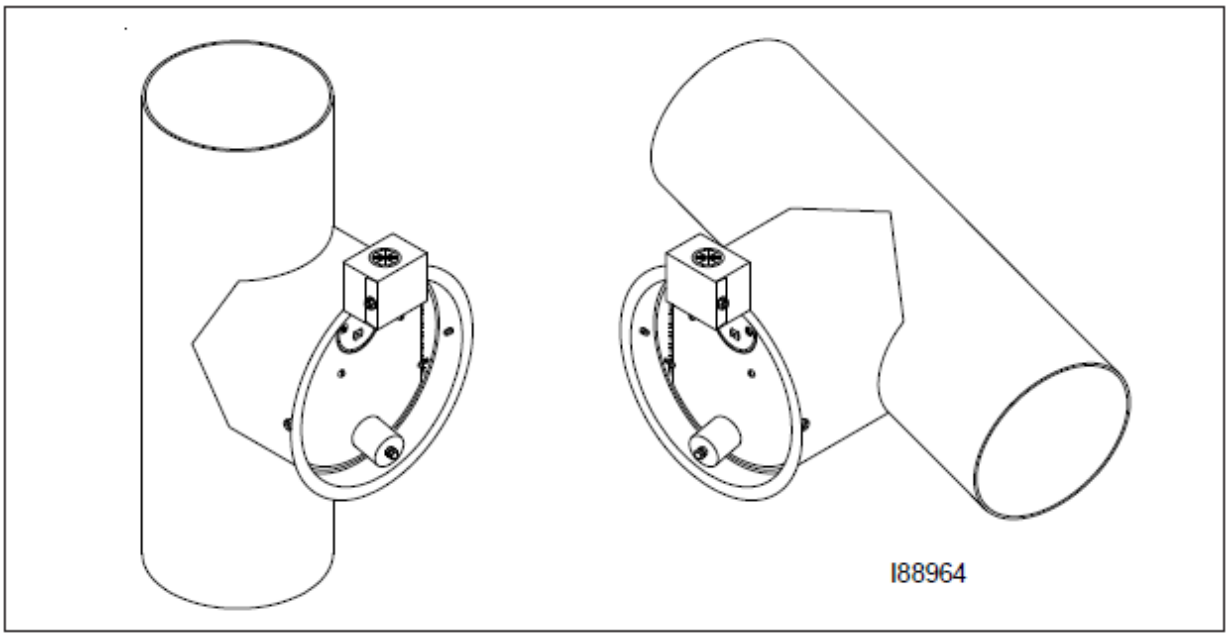

Figure 4L - Installation of Barometric Damper
5. Install the wall thermostat according to the instructions provided in the ***Operator's Manual, Section 4***. Wire the wall thermostat and stack safety switch in series as shown in Figure 4L. Install the wire so that it is secured away from any hot surfaces.